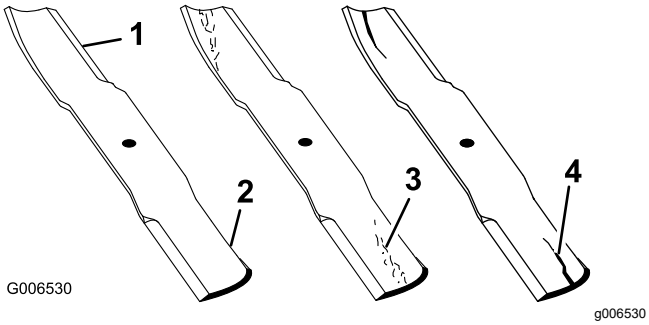

Bild 71
1. Untersuchen Sie die Schnittkanten (Bild 71).
4. Wenn Sie Risse, Verschleiß oder Rillenbildung in diesem Bereich feststellen, sollten Sie sofort ein neues Schnittmesser einbauen (Bild 71).